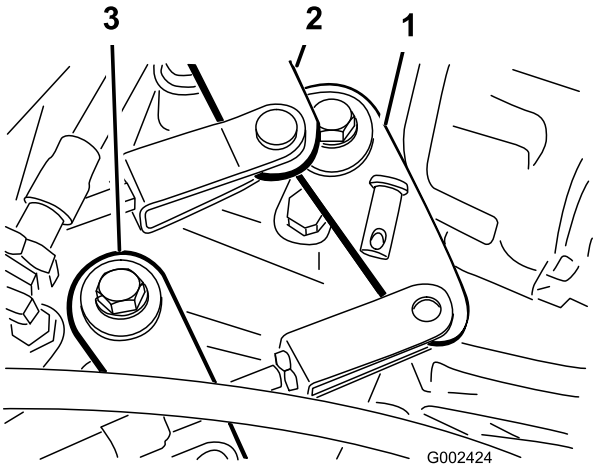

Figur 54
2. Fjern gaffelboltene, der fastgør gearkablerne til gearkassens gearme (Figur 54).
1. Fjern gaffelboltene, der fastgør kablet til højt/lavt hastighedsområde til gearkassen (Figur 54).